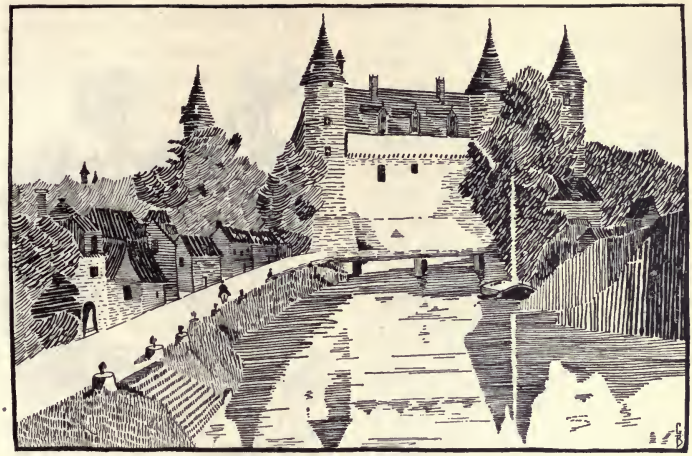

Fig. 20.
7. Pen and Ink Sketching.—The problems in pen and ink work are mostly the same as in pencil and charcoal rendering. However, pen and ink work is subject to more limitations than any other kind of drawing. The prominent features must be portrayed and the rest left to the imagination. The sketches reproduced here were first made with a pencil and then inked in. Shades and shadows are shown by heavy ink lines. In the sketch, Fig. 20, note that the outlines are shown by breaking the lines, rather than by making outlines, which would appear hard and stiff.